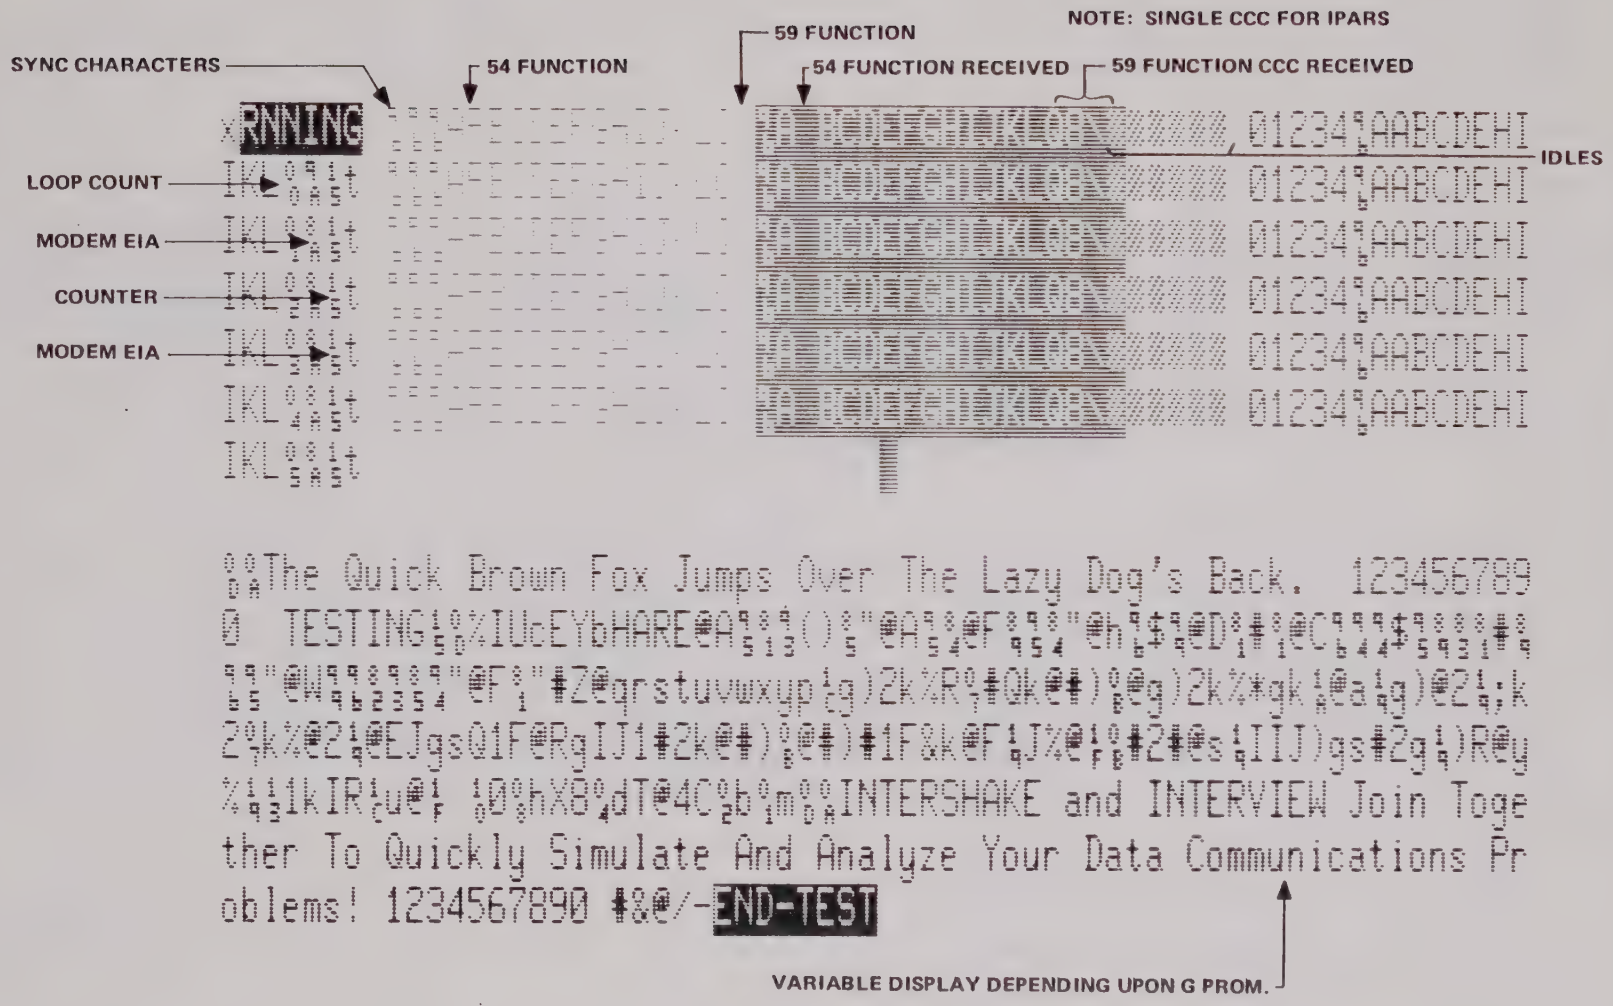

FIG. 5.1 INTERVIEW Screen, Self-Test.
While the results memory is being tested, the CRT is frozen. The freeze is removed when the loopback synchronization test starts. A specific sequence of characters is transmitted (and displayed in normal half-intensity video), The same block is checked for both sequence order and CCC. Specific characters of the block are simultaneously recorded into results memory along with loop count, RS-232 lead status, and counter reading (15). After a successful sequence and CCC test, the recorded data is read from results memory to the CRT for visual observation. (See Figure 5.1.)
After proper completion of both the results memory test and the loopback-sequence-CCC test, a Function 0098 recycle test is executed. This restarts the test, which is marked by a second 0.5-second Beep from the audible alarm. However, Flag 1 should now be set, causing the program to turn Page 1 off, Page 2 on, and send four stored messages in ASCII, IPARS, EBCDIC, and EBCD, respectively. Upon completion of the stored messages, an END-TEST message in blinking reverse video appears on the CRT and the program ends in a Function 99. (See Figure 5.1.)